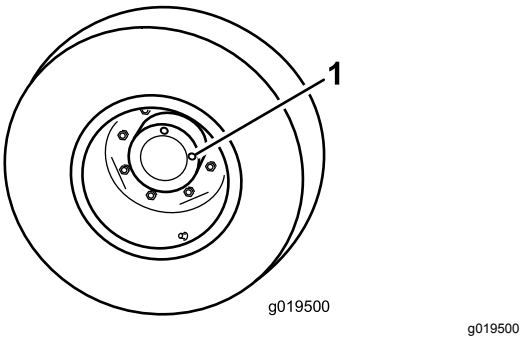

Figur 65
1. Anbring maskinen på et plant underlag, og placer hjulet, således at den ene kontrolprop (Figur 65) står i klokken 12-positionen, og den anden står i klokken 3-positionen.
1. Kontrol-/aftapningsprop (2)
2. Fjern proppen i klokken 3-positionen (Figur 65).